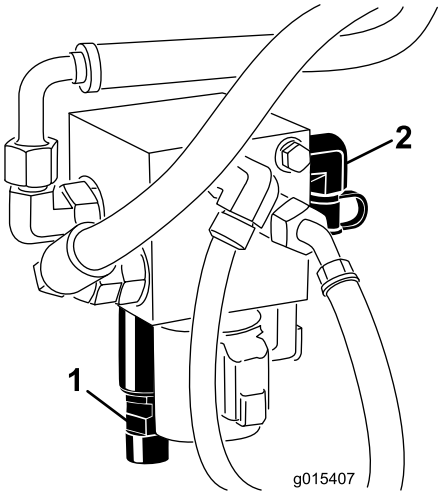

Figuur 14
3. Sluit een drukmeter aan op de testpoort achteraan de verdeelinrichting van het liftmechanisme (Figuur 14).
4. Aan de voorkant van de verdeelinrichting verwijdert u het deksel van de spoel van het tegengewicht (Figuur 14).
5. Draai de contramoer los op de onderkant van de spoel van het tegengewicht (Figuur 14).